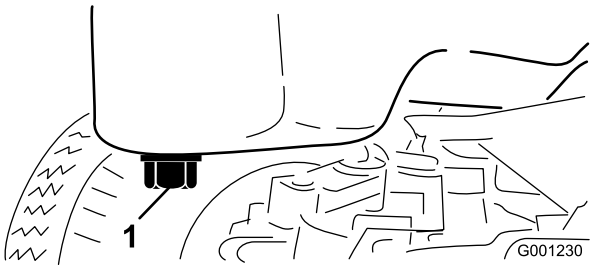

Figur 48
3. Sett tappefatet under tappepluggen på bunnpannen (Figur 48).